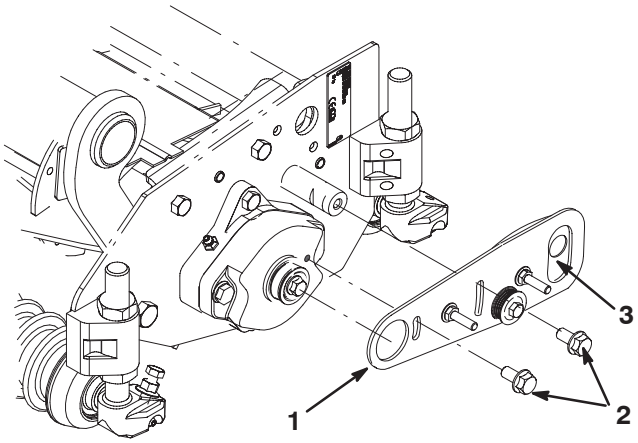

Figure 8
11. Loosely assemble pivot plate assembly to roller housing and threaded spacer with (2) 5/16–18 x 5/8" lg. flange bolts (Fig. 8).
12. Loosen guard plate bolt for adjustment later (Fig. 8).